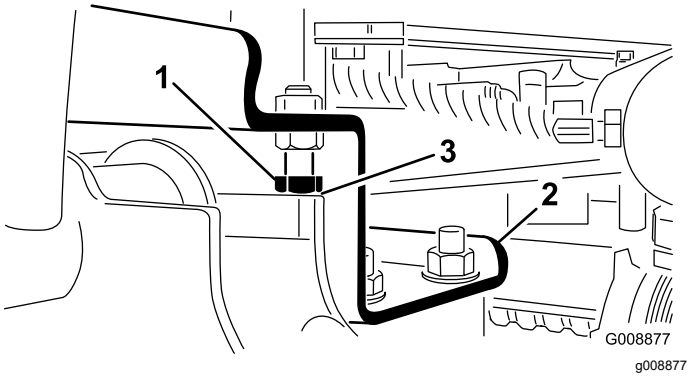

**Figur 26**
A. Trekk stoppboltene tilbake, og juster sylinderen for å oppnå klaringen (Figur 26).
2. Kontroller at klaringen mellom hver løftearm og stoppbolt er 0,13 til 1,02 mm (Figur 26).